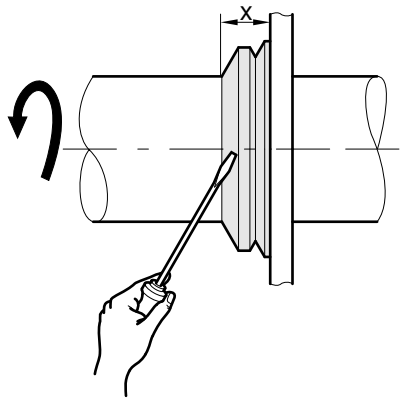

Bild 12: V-Dichtring
- Dichtringe (3) und V-Ringe (1) z.B. mit Schraubendreher bei gleichzeitigem Drehen der Welle aufschieben (→ Bild 12).